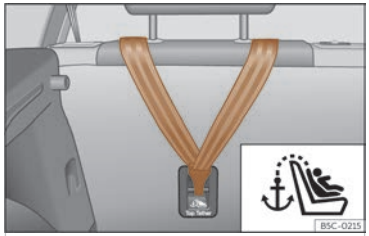
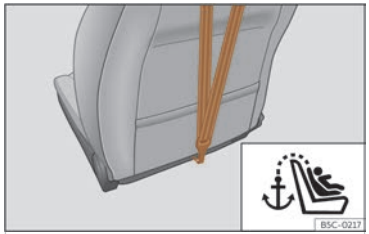

Fig. 46 Part posterior dels seients del darrere: ancoratge per al cinturó Top Tether.
Fig. 47 Part posterior del respatller del seient de l'acompanyant: ancoratge per al cinturó Top Tether (no disponible a tots els mercats).
- Feu lliscar la corretja i fixeu-la correctament amb l'ancoratge de la part posterior del respatller ››› **fig. 46** , ››› **fig. 47**.